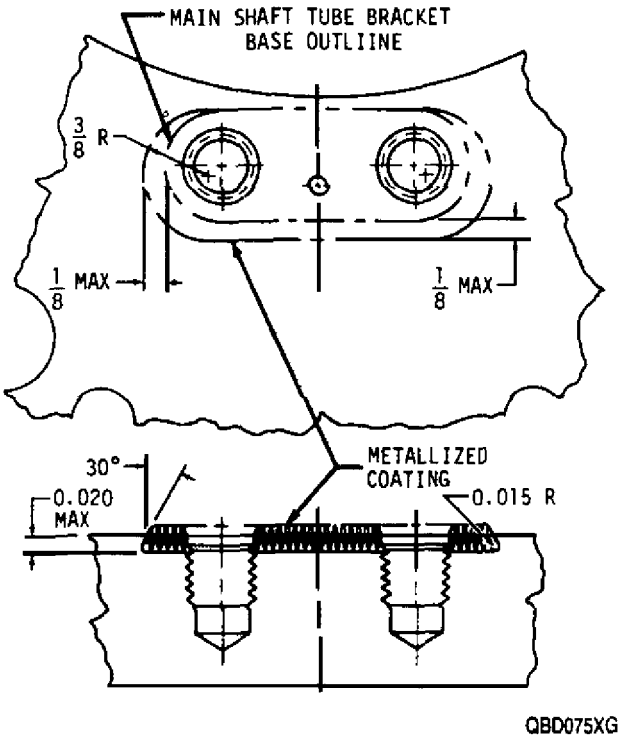

Figure 1. Oil Jet Nozzle Mounting Area Fretting − Repair
6. Oil Jet Nozzle Mounting Area Fretting − Repair. (figure 1)
a. Machine area around tube bracket mounting base within dimensions shown (figure 1).